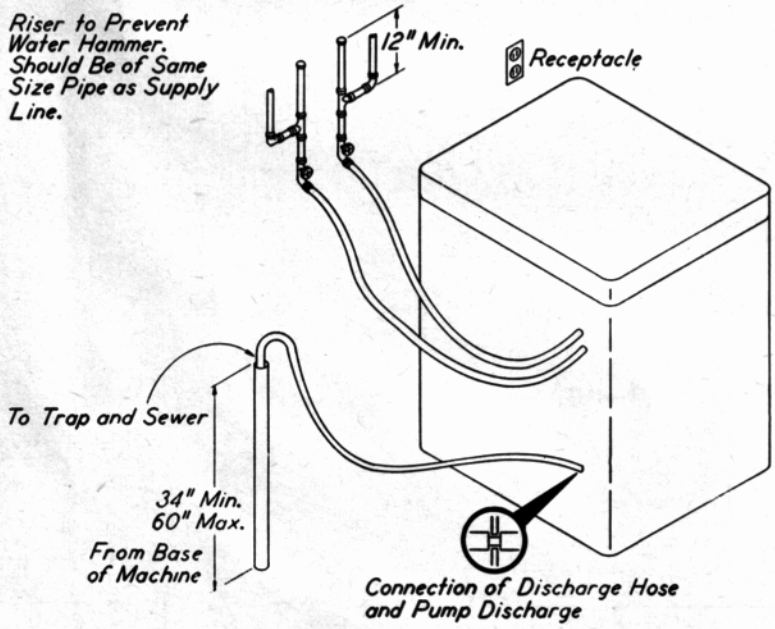
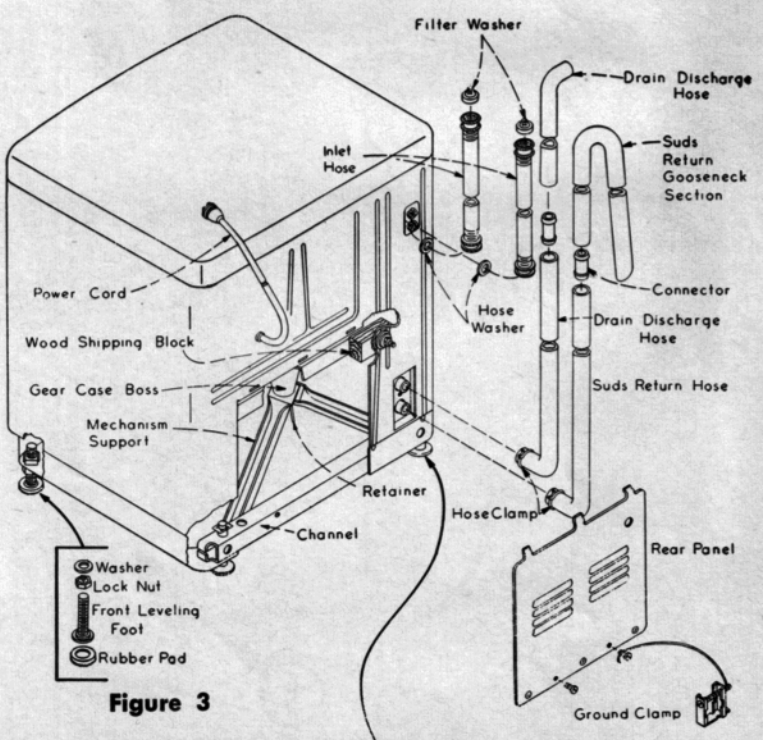

Figure 2.
Figure 3
NON-SUDS RETURN MODELS — If laundry tubs are not available for the disposal of discharge water, provide a standpipe, with a minimum diameter of two inches, to the drain as shown in FIGURE 2.
1. Remove the literature and miscellaneous parts from the machine basket. Remove the rear panel as shown in FIGURE 3. Remove the wooden shipping block from the inside of the rear panel. Remove the mechanism supports by removing the retainer from the gear case boss and then turning the supports out of the keyhole slots in the rear channel.
5. SUDS RETURN MODELS — Assemble the Suds Return and Drain hoses, as shown in FIGURE 3, using furnished connectors at all connections. **Cut hoses to fit installation — avoid stretching or kinking** Remove cork or colored stopper from hose or two-way valve before installing drain hoses. Connect hoses to the outlets at the rear of the machine using furnished hose clamps at each outlet.
NON-SUDS RETURN MODELS — Assemble the Drain hose as shown in FIGURE 3, using furnished connectors at all connections. **Cut the hose to fit the installation — avoid stretching or kinking.** Connect the hose to the pump discharge hose using the furnished hose clamp. See FIGURE 2. **Be sure that the open end of hose is above the normal water level of the machine.**